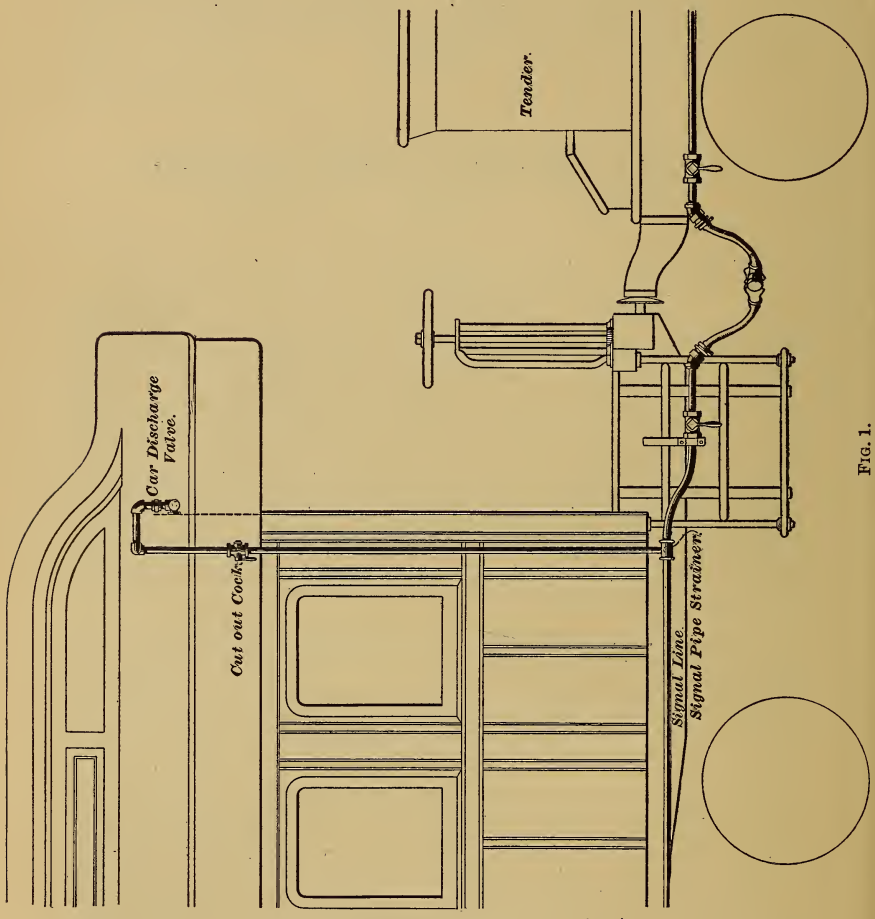

FIG. 1.
1. The general arrangement of the train **air-signaling apparatus** on an engine, tender, and passenger car is shown in Figs. 1 and 2. This system has gradually taken the place of the old bell-cord-and-gong method of signaling on passenger trains, on account of the ease and certainty with which signals can be transmitted to the engineer from any part of the train.
A *car discharge valve*, Fig. 1, is provided on each car. This is usually located outside the car above the door, as shown in the figure, and is piped to the train signal pipe. Sometimes, however, it is placed inside the car above the door, to guard against the valve being clogged in winter. The former position is preferable, however, as the chances of clogging are small, and the annoyance caused by the sharp sound of discharging air every time the valve is opened to make signals is avoided.
Referring to Fig. 1, it will be seen that the branch pipe to the discharge valve is supplied with a strainer (where it connects with the main signal pipe) and a cut-out cock, the former to prevent dirt from reaching the discharge valve, and the latter to enable the discharge valve to be cut out in case it is disabled. The handle of the cut-out cock stands parallel with the pipe when the discharge valve is cut out, and at right angles to it when cut in. Also, the cut-out cocks in the signal pipe on either side of the signal hose are closed when the handles stand parallel with the pipe, and open when at right angles to it.
13. If no exhaust occurs at the discharge valve when the signal cord is pulled, the signal pipe being properly charged, the trouble may be due to the cut-out cock, Fig. 1 (usually placed in the saloon), being turned so as to cut out the discharge valve.
14. If an exhaust occurs at the discharge valve when the signal cord is pulled, but the signal whistle fails to give a blast, the trouble may be due to the strainer in the **T**, where the branch pipe connects with the signal pipe, being stopped up (see Fig. 1). In this case, the exhaust may sound all right, since there is considerable air in the branch pipe between the strainer and the discharge valve, but the air in the main pipe cannot get past the strainer fast enough to make a sufficiently quick reduction to operate the signal valve. If the trouble is not in the strainer, it may be that (1) port *d* of the signal valve is stopped up, in which case no air can enter the valve to charge it; (2) stem *10* of signal valve has worn sufficiently loose in bushing *9* to allow pressure in chamber *B* to reduce about as fast as that in chamber *A*; (3) the signal-valve diaphragm is bagged or, possibly, cracked; (4) the bell of the signal whistle is imperfectly adjusted or its bowl is full of dirt; (5) whistle is so situated that wind blowing across the bowl prevents it from sounding; or (6) dirt in port of bushing *7*.